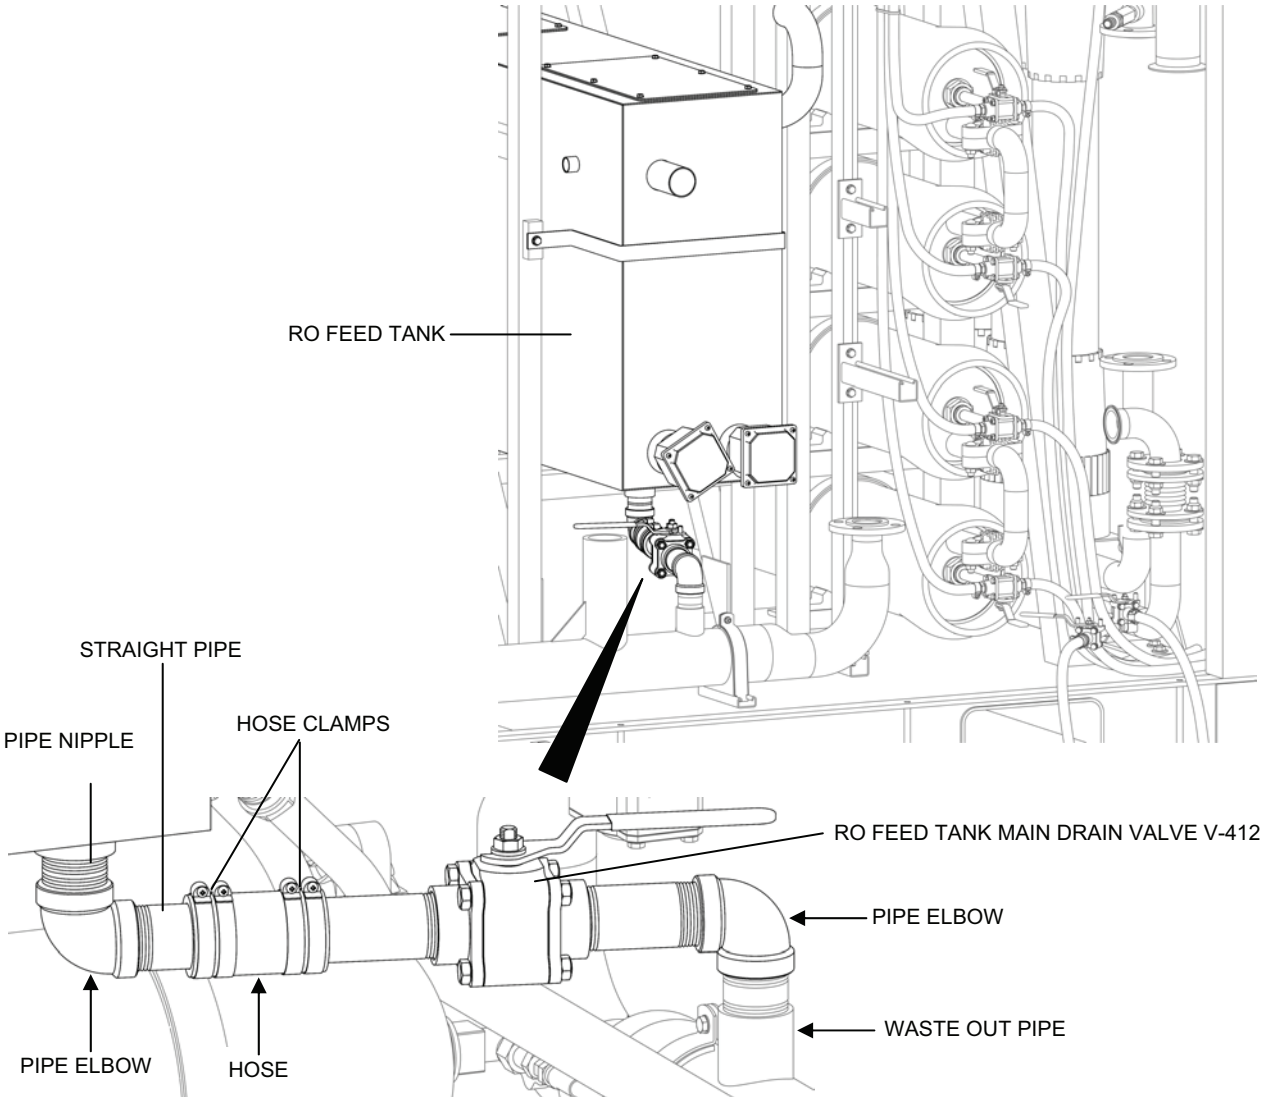

Figure 7. RO Feed Tank Drain Pipe Assembly Removal.
7. Remove RO Feed Tank Drain Valve V-412 and pipe assembly from the RO feed tank to the waste out pipe spool as follows (see Figure 7):
3. Install RO Feed Tank Main Drain Valve V-412 and the pipe run from the RO feed tank to the waste out pipe as follows (see Figure 7):
a. Apply antiseizing tape to the external threads of the pipe nipple on the elbow that was removed from the drain of the old tank. Thread the pipe assembly into the drain of the new tank. Make sure the pipe assembly is positioned as shown in Figure 7.